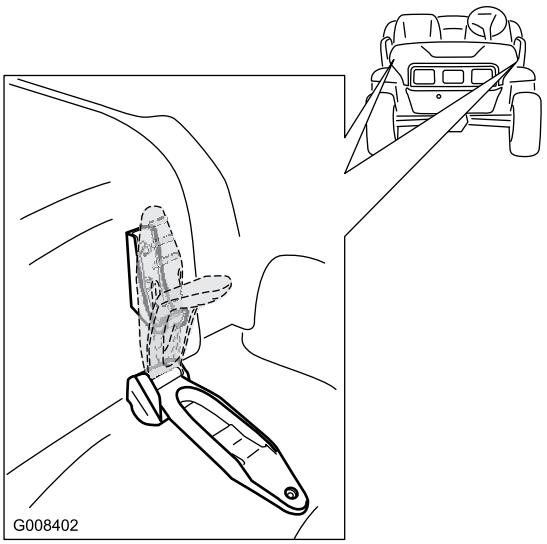

Figur 27
1. Løft opp håndtaket på gummilåsene på hver side av panseret (Figur 27).
2. Sikre panseret ved å innrette gummilåsene på låsefestene på hver side av panseret (Figur 27).